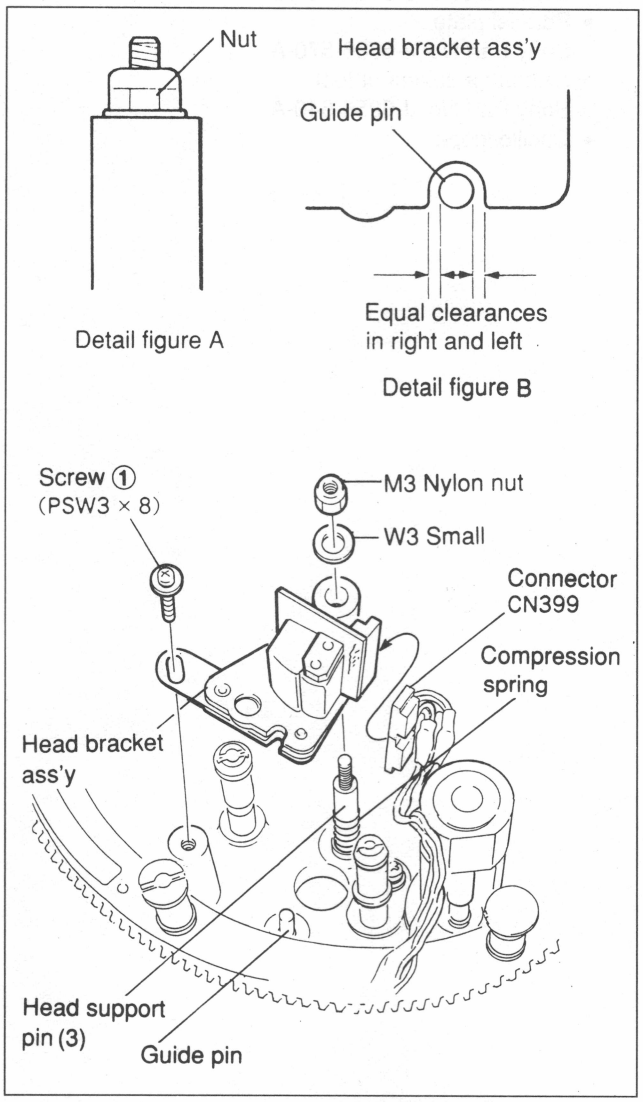

Fig.7-22-2 Stationary Head Ass'y Installation
2. Stationary Head Ass'y Replacement and Installation (Fig. 7-22-2)